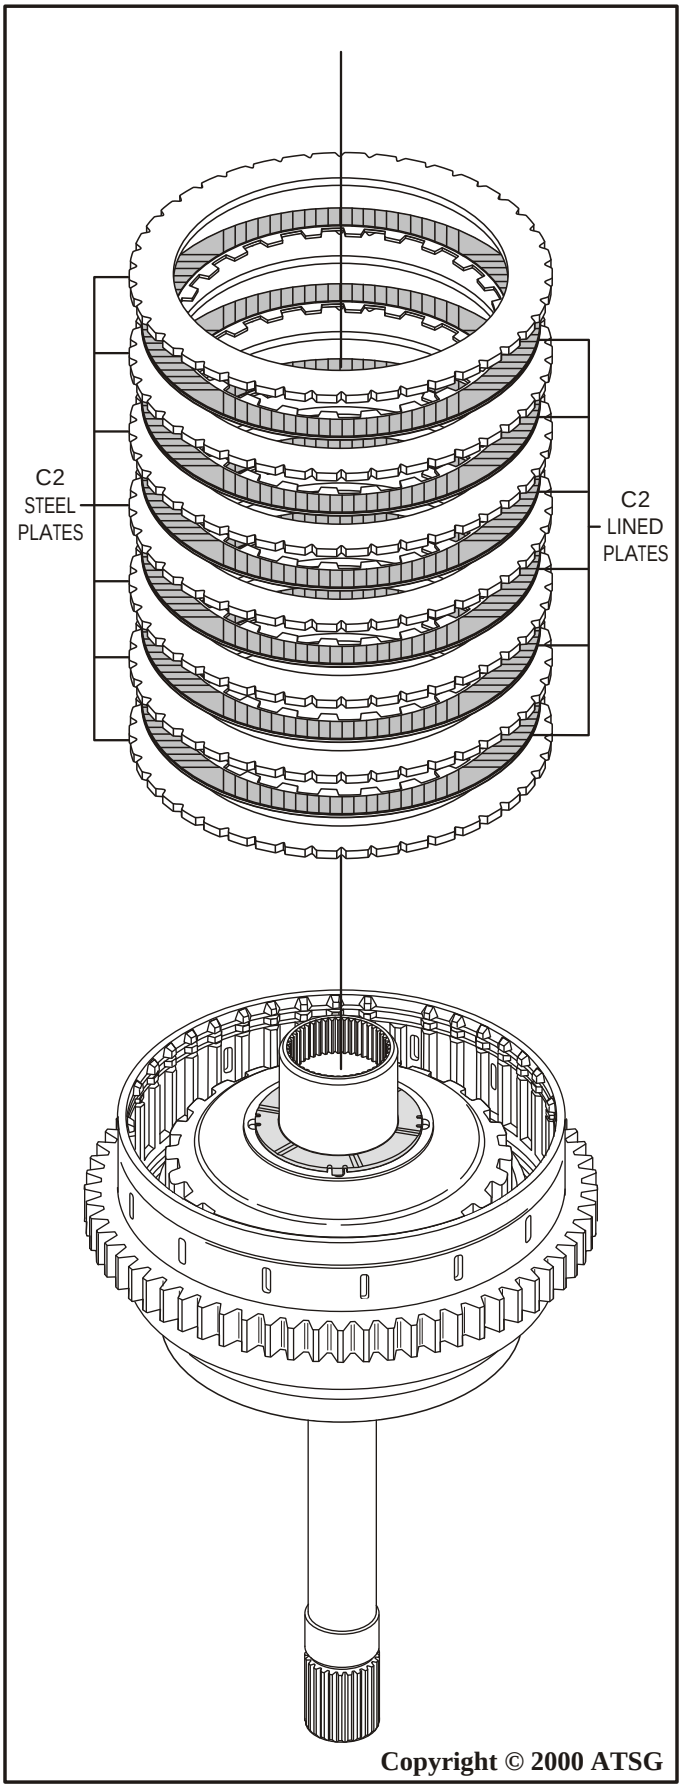

Figure 114
38. Install the C2 clutch pack into the housing, as shown in Figure 114, beginning with a steel plate and alternating with lined plates until you have installed 7 steel plates and 6 lined plates. ***Note: In the C2 clutch pack you begin with a steel plate and end with a steel plate as shown in Figure 114.***